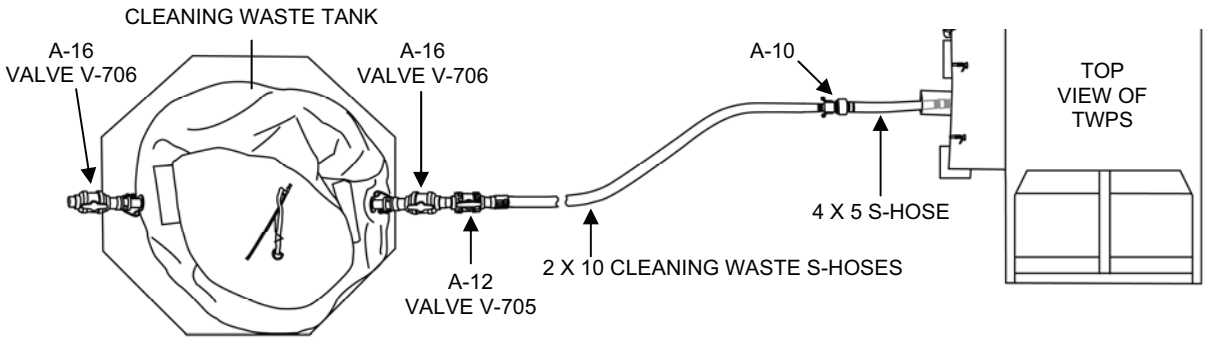

Figure 6. Adaptor A-12 Valve V-705 in Cleaning Waste Hose Line.
a. Be sure Adaptor A-12 Valve V-705 on the 2 x 10 cleaning waste (suction) hoses is closed (Figure 6).
c. If using the cleaning waste storage tank, open valves V-705 and V-706 on Adaptors A-12 and A-16 that are connected together on the cleaning waste tank (Figure 6).
1) Close valves V-705 and V-706 on Adaptors A-12 and A-16 that are connected together on the cleaning waste tank (Figure 6).